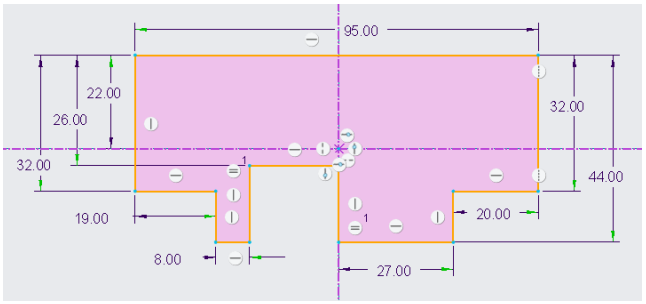

Figure 14-86 *The sketch for the base wall*
4. Draw the sketch for the base wall, as shown in Figure 14-86, and then choose the **OK** button to exit the sketcher environment.